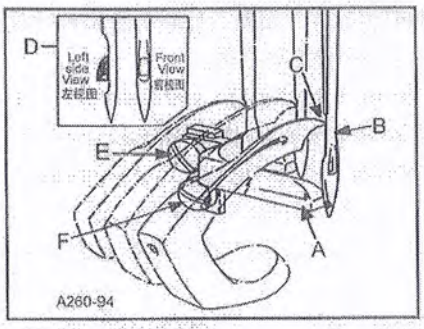
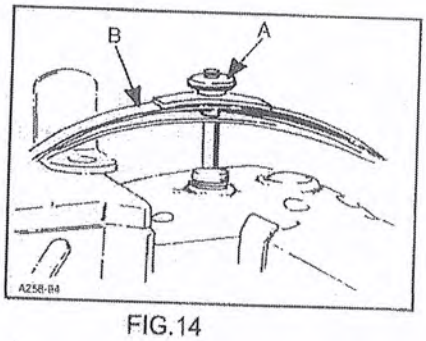
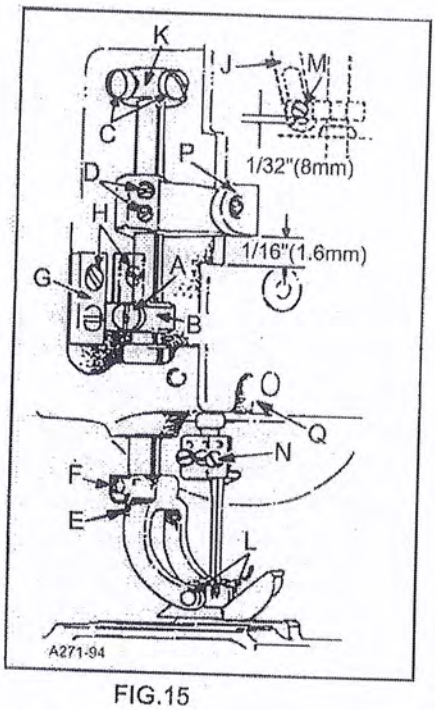

FIG.13
FIG.14
FIG.15
Set the rear needle guard(A,Fig.13)horizontally so that it barely contacts needles(B)when at its extreme forward position.If adjustment is necessary loosen screw(E)and move guard front to back as required.It should be set vertically as low as possible, yet have its guarding surface in contact with the needles until the points of the loopers(C),moving to the right,are even with the right side of the needles. If adjustment is necessary loosen screw(F)and move guard and holder up or down as required.
NOTE:When installing the needle it should be parallel with the eye in line of feed.If adjustment is necessary, loosen screw(N,Fig.15)in needle head and rotate needle to attain adjustment(D,Fig.13).
Remove presser bar leaf spring(B,Fig.14)and nut(B).Loosen screw(A,Fig.15)on presser bar guide(B).Loosen screws(C)in upper collar and screws(D) in needle lever thread pull-off lever.. Slide Presser bar upward high enough to slip on presser foot yoke(E)with foot attached and tighten screw(F)on flat of presser bar.Position foot so that the needle holes in the foot line up with the holes in the throat plate.Tighten screw(A).
Presser foot guide plates(G,,Fig.15)should be set so that entire presser foot and bar assembly has free movement up and down with no left to right movement .
With foot properly aligned on throat plate and presser bar guide(B,Fig.15)securely fastened to presser bar,adjust both guide plates(G)to obtain above setting.Tighten four screws(H).
Reinstall presser bar spring(B,Fig.14)and knob(A),with presser foot resting on throat plate.
NOTE : There should be a minimum 1/32"(0.8mm) clearance between screw (M,Fig.15)and the bottom of the slot in link(J).
Regulate the pressure on the presser foot by turning the presser spring regulating knob(A,Fig.14) located on top of pressure foot spring (B).
To remove just the presser foot, remove screws (L,Fig.15) and replace foot, retighten screws (L).